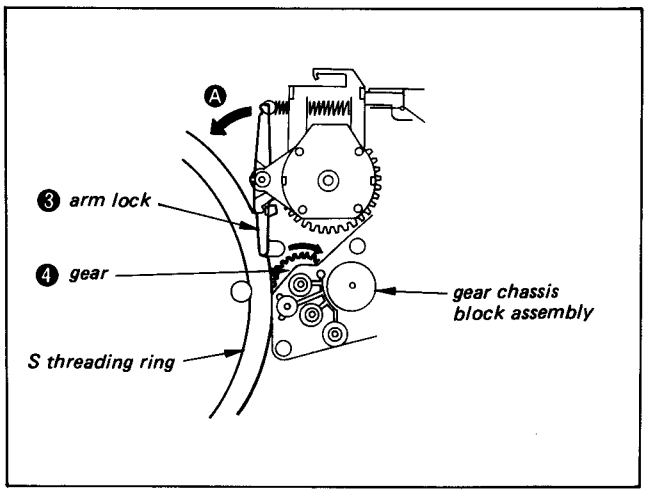

Fig. 1-6
2) Push arm lock ❸ in arrow Ⓐ direction, and release the lock (Fig. 1-6).
3) Turn gear ❹ of the gear chassis block assembly clockwise (Fig. 1-6).